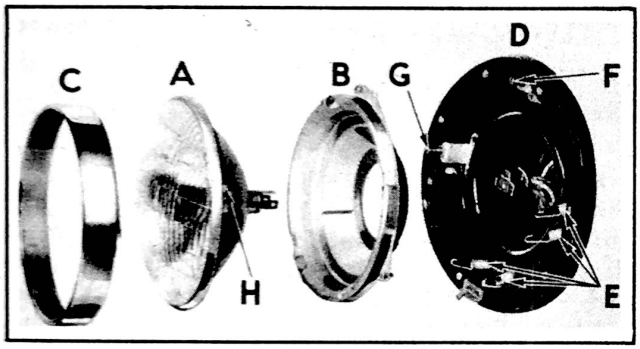

Figure 135 - Headlamp Construction
HEADLAMP CONSTRUCTION. The Sealed Beam reflector unit (A) Fig. 135 is held to a sub-body (B) by the retainer (C) and three screws which may be loosened for removal of the unit. The sub-body (B) forms a ball and socket joint with the lamp housing (D) and is held to the housing by four coil springs (E) plus the vertical adjustment screw (F) and the horizontal adjustment screw (G).